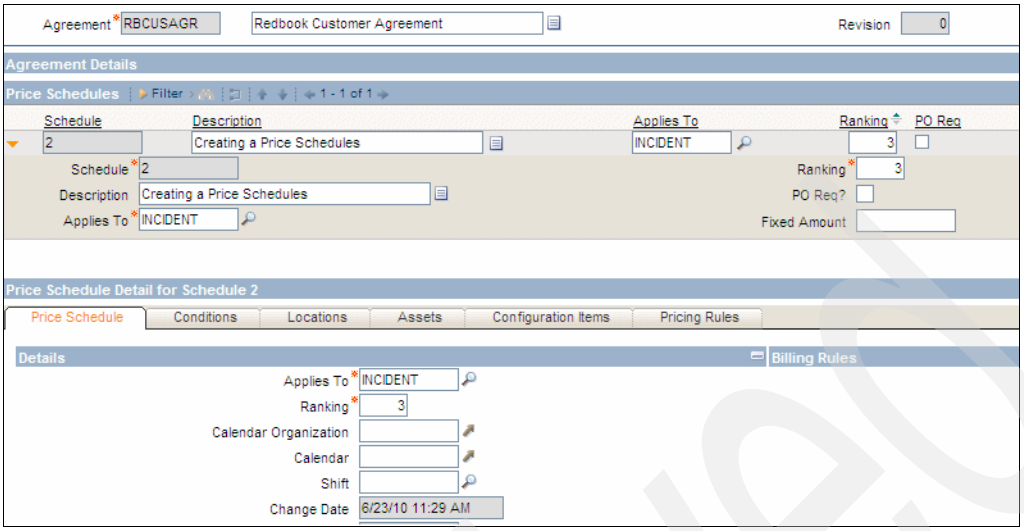

Figure 3-49 Price Schedule
3. Create a price schedule under the Price Schedules tab. Click **New Row**. You can edit the Schedule field or insert a new schedule. In the Applies to field, use the Select Value function to select the types available to apply in this schedule. For this example, select **INCIDENT**, and set ranking as **3**, as shown in Figure 3-49 on page 62.